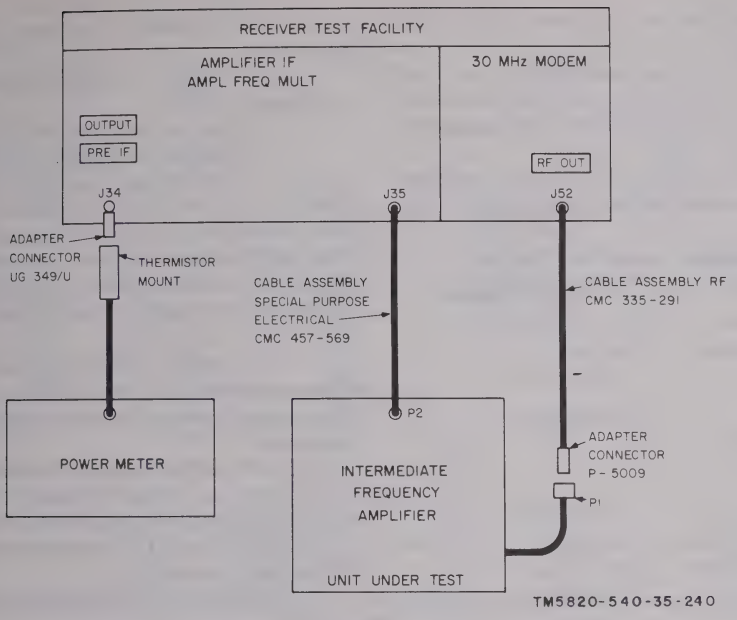

Figure 4-151. Intermediate frequency amplifier 2A1A2AR1 operational check, test set-up.
(1) Connect the test equipment as shown in figure 4-151.
(2) Set the test facility switches as follows: